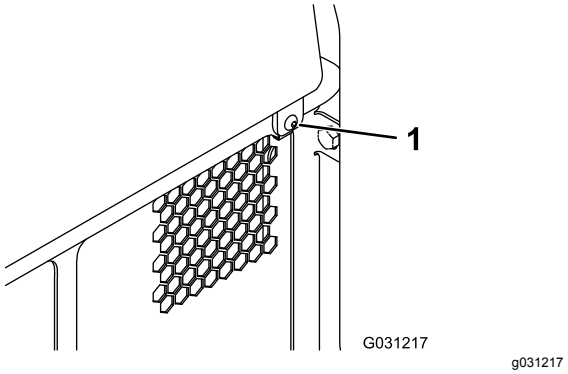

Figuur 41
1. Verwijder de bevestiging (Figuur 41).
2. Hef het inspectieluik aan de achterzijde op om toegang te krijgen tot de interne onderdelen (Figuur 41).